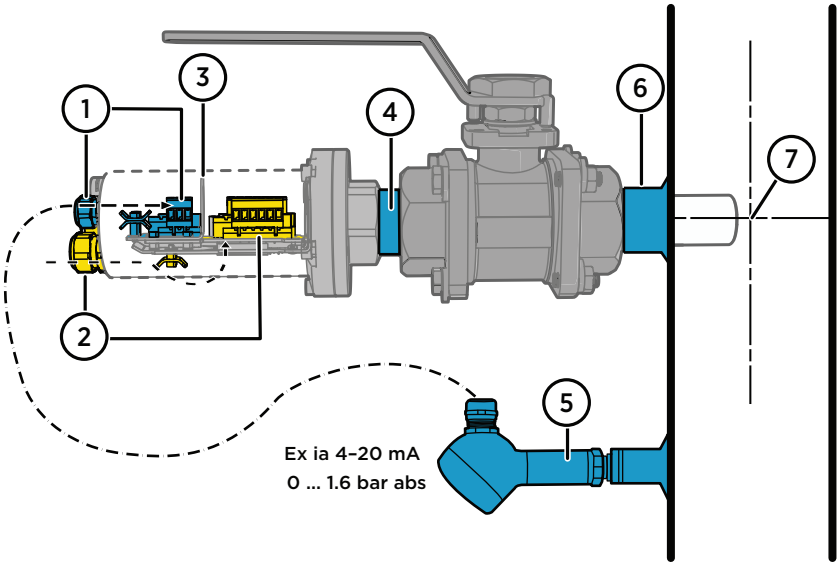
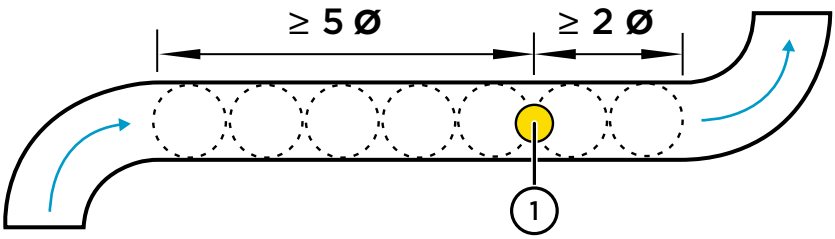

Figure 12 MGP260 ball valve installation example with wiring routes and recommended orientation and depth
Figure 15 Recommended MGP260 installation position on pipeline
Figure 12 (page 42) shows an example MGP260 ball valve installation. The figure highlights the correct wiring routes and shows the recommended installation depth and orientation.
For an example of connecting a pressure input instrument, see Figure 12 (page 42).
Figure 15 (page 45) shows the recommended installation position for MGP260. Install the probe in a straight run of pipeline, ≥ 5 pipe diameters downstream of the closest bend or other feature affecting gas flow, and ≥ 2 pipe diameters upstream to the next bend or similar feature. For best results, use the orientation and installation depth shown in Figure 12 (page 42).
- Pressure measurement received from an external pressure measurement instrument through the Ex ia (4–20 mA) input terminals on the MGP260 component board. This is the recommended option: for an example, see Figure 12 (page 42). The wiring of the external pressure instrument input is shown in Figure 17 (page 52).